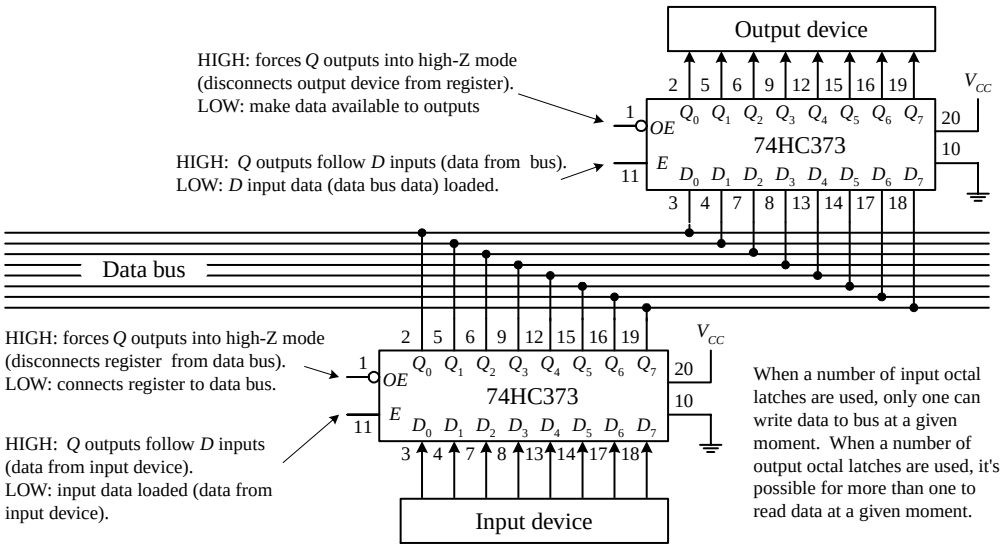

FIGURE 12.133
The 73*xx*373 octal latch contains eight D-type "transparent" latches. When its enable input (E) is high, the outputs (Q_0–Q_7) follow the inputs (D_0–D_7). When E is low, data present at the inputs are loaded into the latch. To place the output in a high-impedance state, the output enable input ($\overline{OE}$) is set high. Figure 12.133 shows a simple bus-oriented system that uses two 73HC373s to communicate with an input device and output device. Again, like the octal buffers, control signals are typically supplied by a microprocessor.